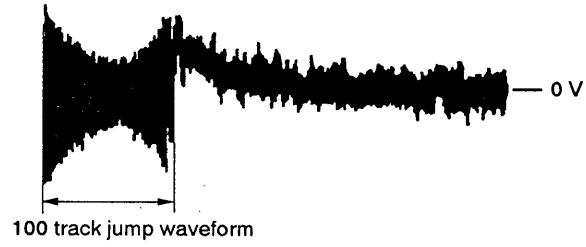

Fig. 3
7. Press ▶ (▶▶I) or I◀◀ key and observe the 100 track jump waveform. Check that no traverse waveform appears for both ▶ (▶▶I) or I◀◀ directions. (See Figures 3 and 4.) It is acceptable if the traverse waveform appears only now and then, but if it appears constantly, raise tracking gain slightly and check step 7 again.